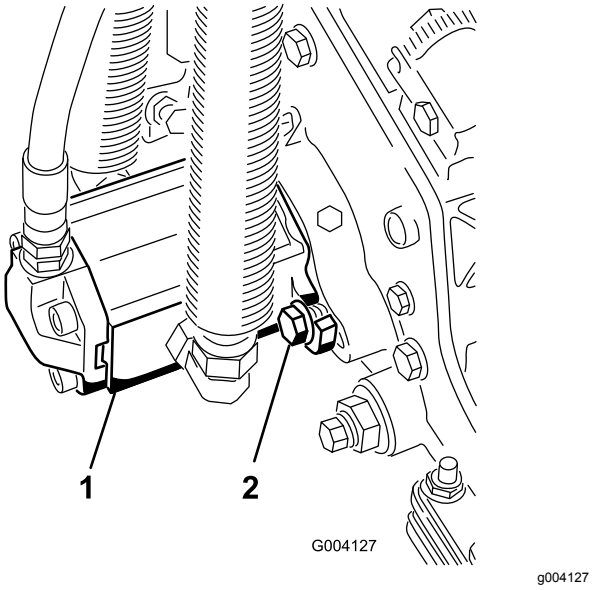

Figur 13
16. Montera motorn genom att vrida den medurs så att motorflänsarna går fria från skruvarna (Figur 13).